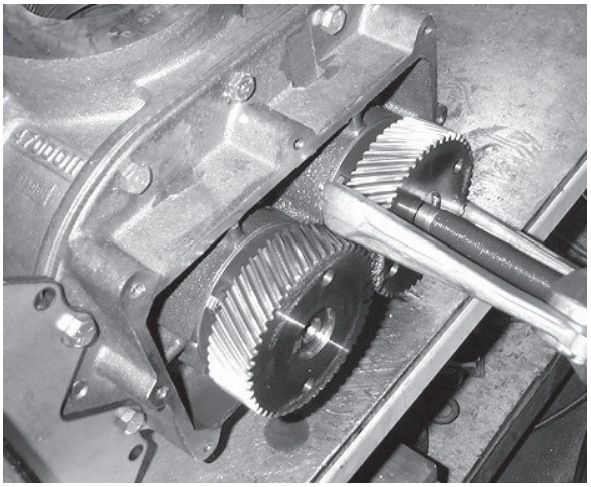

Figure 8-3 – Pulling Driven Gear with Jaw Puller or Bar Puller
6. Use a puller to remove the driven gear. A bar puller or jaw puller (see ***Figure 8-3***) can be used.